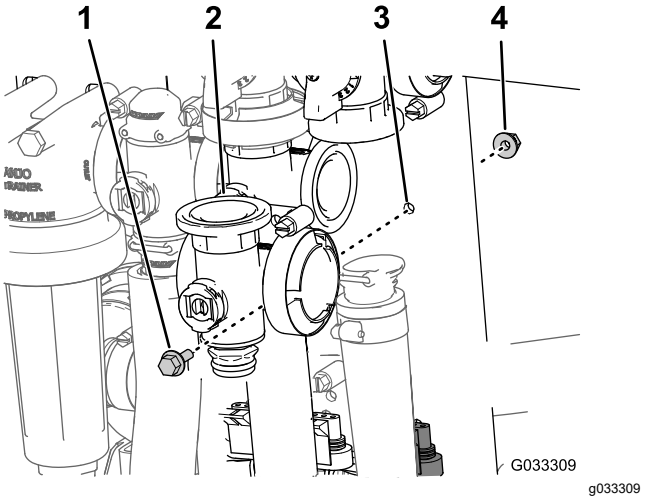

Figur 73
3. Ta bort flänsskruven och flänslåsmuttern som håller fast huvudsektionsventilen vid ventilfästet, och avlägsna sedan ventilgrenröret från maskinen (Figur 73).